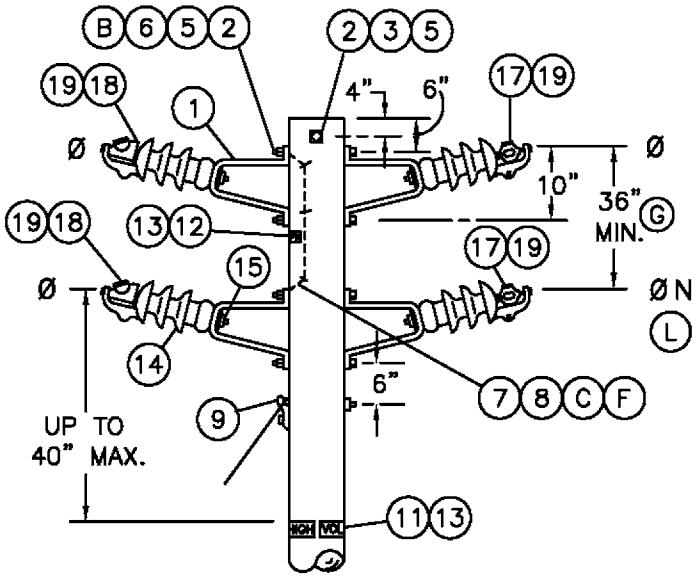

FIGURE 1 (J)
(D) RESISTANCE GLAZE (RG) CLAMP TOP POST INSULATORS SHALL BE USED ONLY ON FIGURE 1 CONSTRUCTION WHEN AVAILABLE ON TRIAL APPLICATION ON PHASE CONDUCTORS IN HEAVY CONTAMINATION AREA. INSTALL A "DO NOT WASH" SIGN ABOVE THE POLE TAGS IN SIGHT OF ON-COMING TRAFFIC.